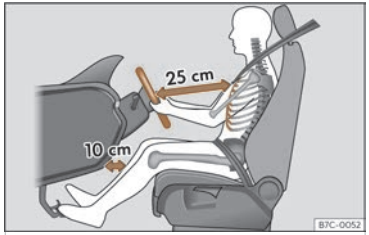

**Fig. 16** The correct distance between the driver and the steering wheel must be at least 25 cm (10 inches).
- Adjust the steering wheel so that it is at a distance of at least 25 cm (10 inches) from the sternum >>> Fig. 16 and you can hold it with both hands on the sides, on the outside, with your arms slightly flexed.